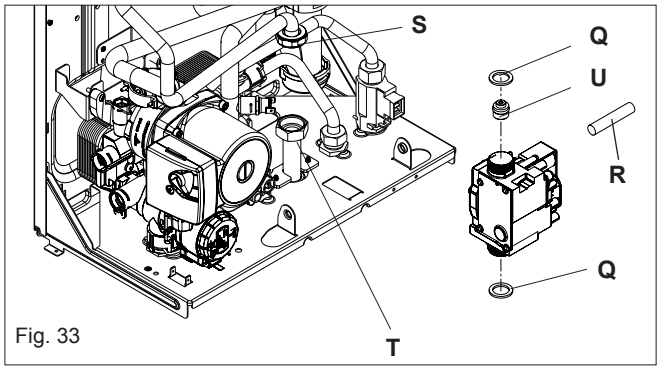

Fig. 33
6.12 GAS VALVE (fig. 33)
6.12.1 INJECTOR (fig. 33)